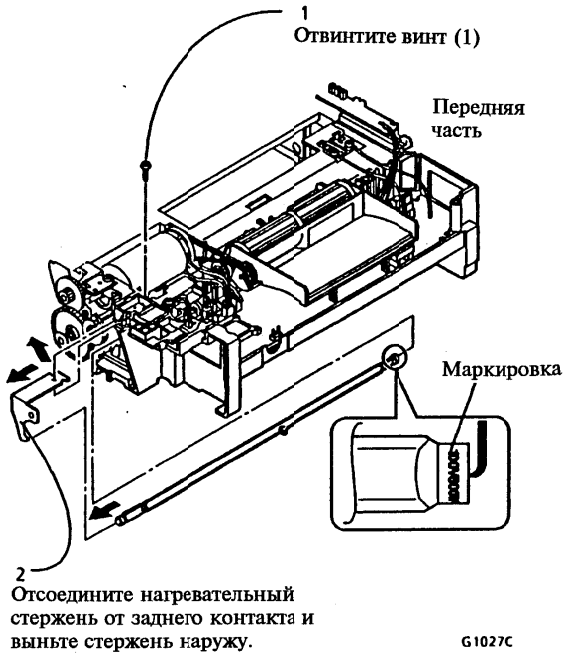

Рисунок 1. Снятие нагревательного стержня (HTR1)
2. (Рисунок 1): Снимите нагревательный стержень